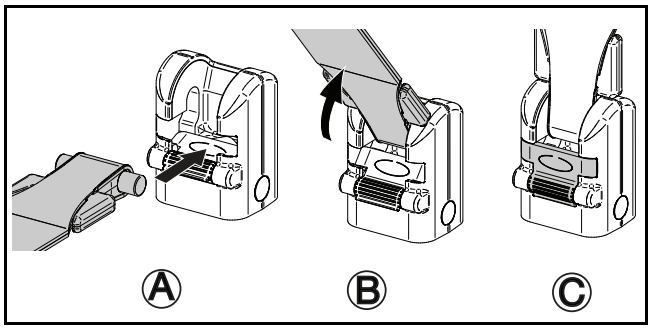

Fig. 5
5) Isæt stroppen med drejeleddet i lynkoblingen ved at skubbe den indad (se Fig. 5 A).
6) Roter stroppen opad (se Fig. 5 B).
7) Sørg for, at låseanordningen er lukket (se Fig. 5 C).